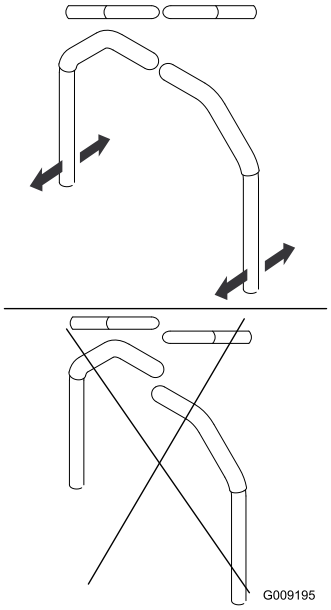

Figuur 78
4. Zet de hendels in de lengterichting door deze naar elkaar in de neutraalstand te brengen. Schuif de hendels tot ze op één lijn staan en draai de bouten vast (Figuur 78).